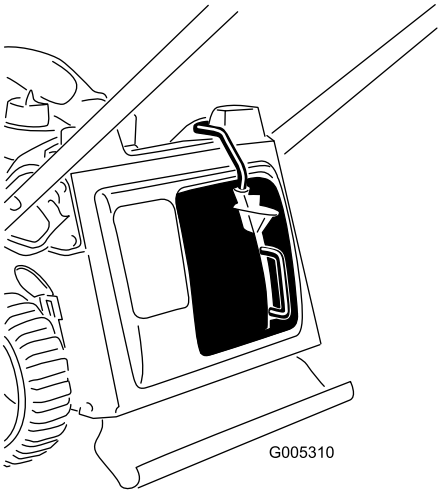

**Figur 10**
3. Slip knappen på håndtaget og sørg for, at håndtagets øverste del ligger helt i kontaktkanalen (Figur 10). **Hvis håndtagets øverste del ikke er i kontaktkanalen, kan din maskine ikke starte!**